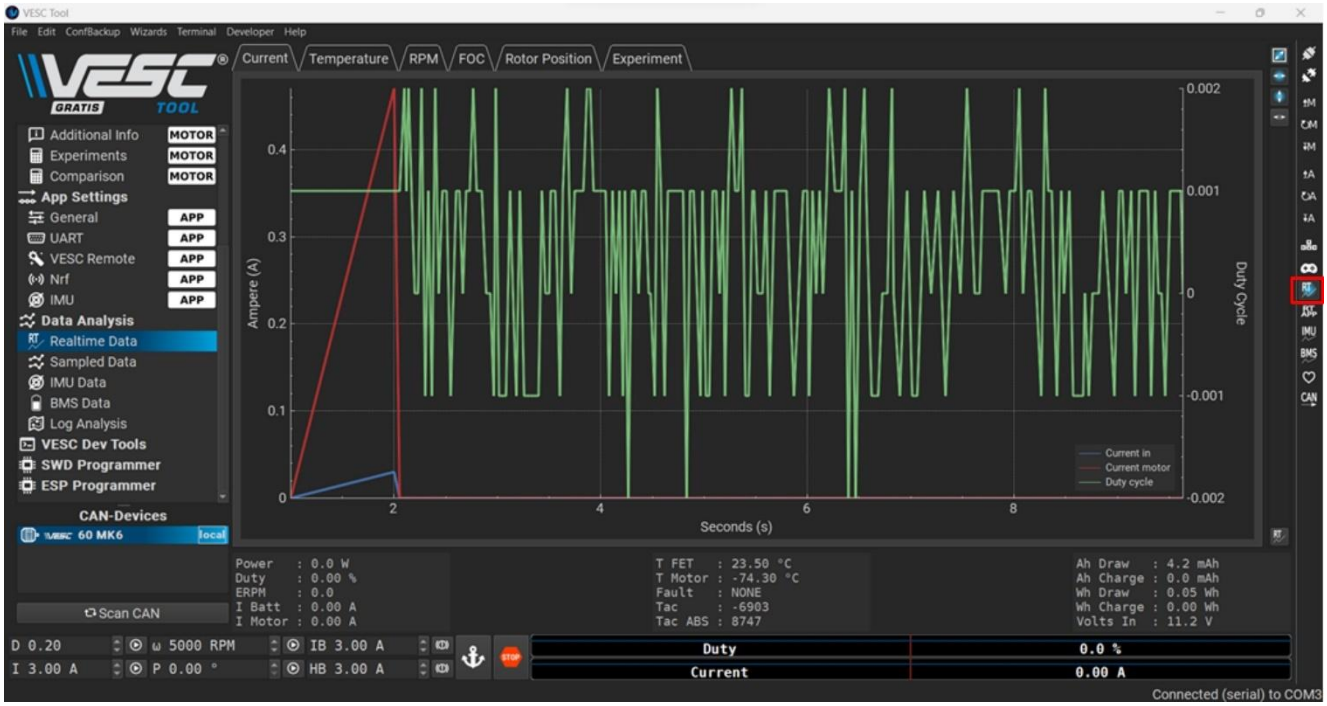

Figure 13: Enabling real-time data
To observe the real-time data, **make sure that the Stream Realtime Data button on the right-side menu is activated (turns into blue) as shown in Figure 13**. On the left-side menu, select Realtime Data under Data Analysis.
The three types of input you can control are speed (ω), duty cycle (D), and current (I). In Figure 13, you can see the commands at the bottom of the screen.